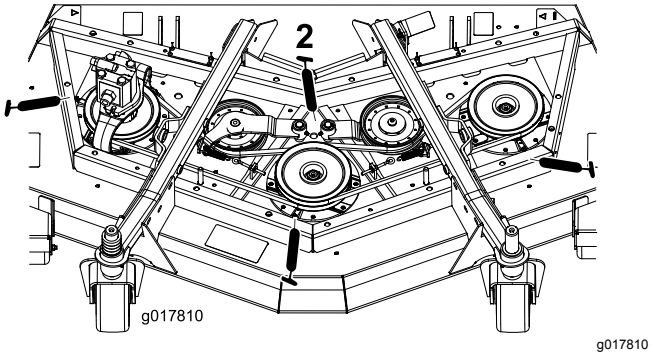

Figuur 63
- 3 aslagers – onder de poelie (Figuur 63)
- 2 lagerbussen van draaipunt van spanpoeliearm (Figuur 63)